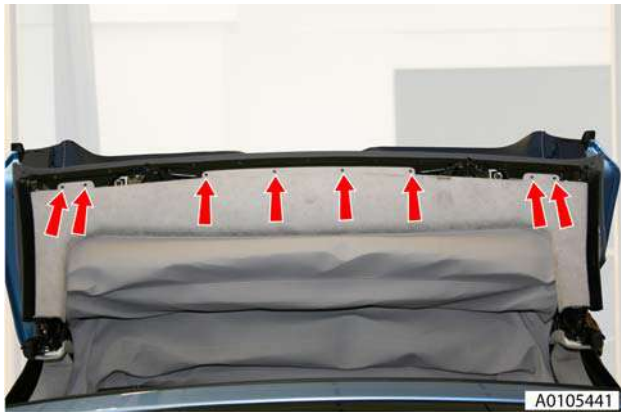

Figure 2
3. Remove 8 screws securing front of header assembly to roof (see Figure 2).